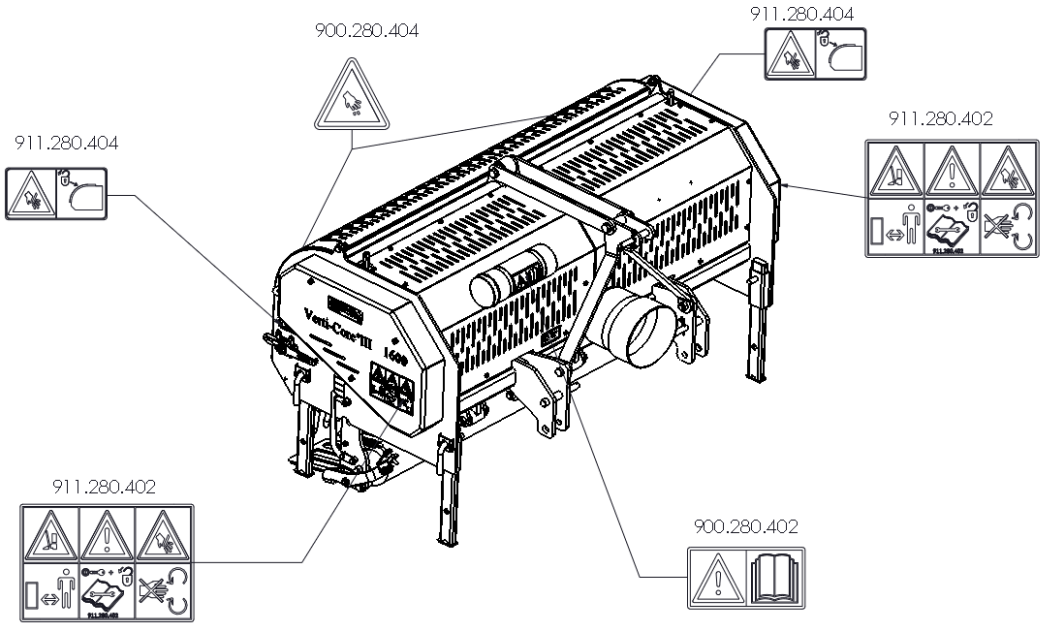

Abb. 6
An beiden Seiten des Verti-Core III (Abb. 3, 4, 5) sowie auf der Rückseite (Abb. 6) befinden sich Sicherheitsaufkleber, die alle dieselbe Bedeutung haben. Diese Sicherheitsaufkleber müssen stets sichtbar und lesbar sein und unverzüglich ersetzt werden, sobald sie beschädigt sind.
(7) Anbringung der Sicherheitsaufkleber. (Abb. 6)